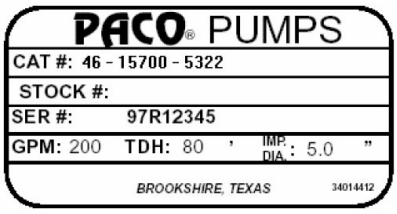

FIG. 1 PUMP NAMEPLATE
a. Pump Identification: All PACO Pumps are identified by Catalog and Serial Numbers. These numbers are stamped on the pump nameplate (Fig. 1) affixed to each pump volute casing, and should be referred to in all correspondence with the Company.